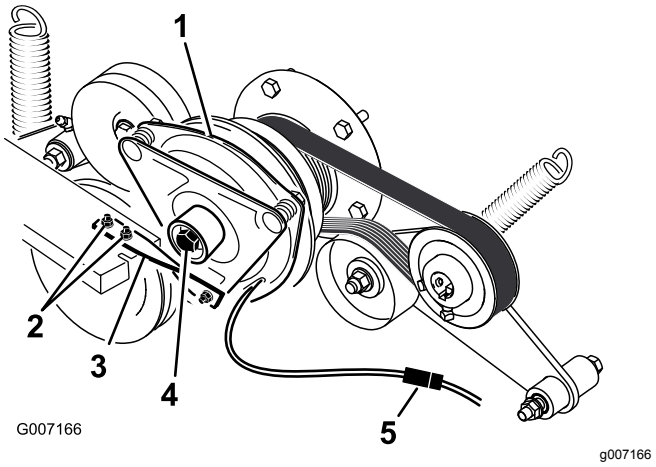

Figur 78
6. Koble fra clutchens elektriske kobling (Figur 78).
7. Fjern de 2 boltene som fester clutchens gummistropp til rammen på gressklipperen (Figur 78).
8. Fjern sentreringsbolten som fester clutchen til motorakselen og fjern clutchen og nøkkelen (Figur 78).
15. Hold i veivakselen bak på maskinen mens du monterer sentreringsbolten, og stram til sentreringsbolten med 68 Nm (Figur 78).
16. Monter clutchens gummistropp til rammen på gressklipperen med de to boltene og mutrene du fjernet tidligere (Figur 78).
18. Koble til clutchens elektriske kobling (Figur 78).